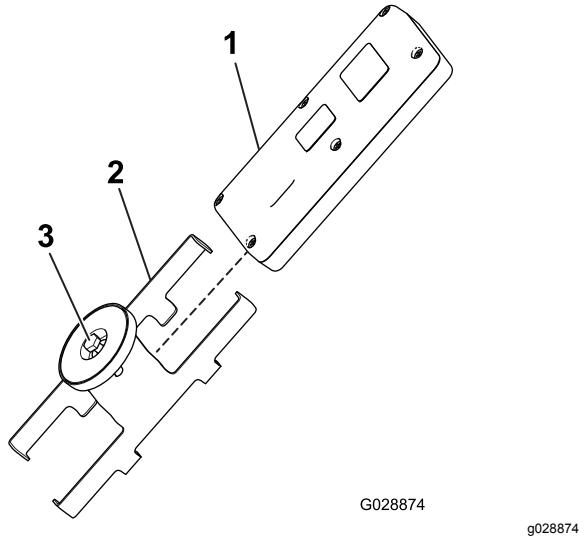

Figuur 37
1. Zet de bout in de magneet op de magnetische beugel van het bedieningspaneel los (Figuur 37).
2. Schuif de kanten van de beugel uit elkaar en verwijder de afstandsbediening (Figuur 37).
8. Monteer het bedieningspaneel in de magnetische beugel van het bedieningspaneel, schuif de helften samen om het bedieningspaneel te bevestigen en draai de bout in de magneet vast (Figuur 37).